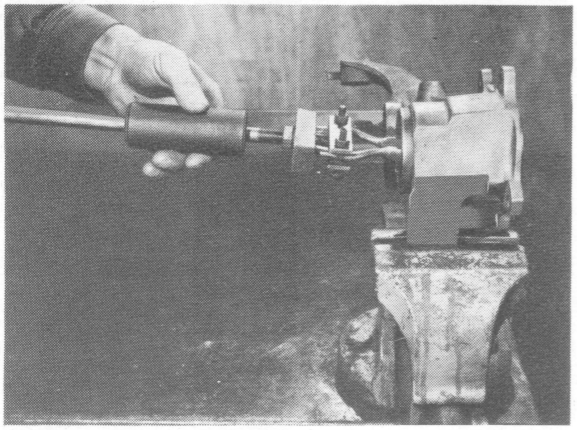

Fig. K-18 — Extracção do retentor de óleo do veio de saída.
b) Saque o retentor de óleo do acoplamento do cardan com a ferramenta indicada como ilustra a fig. K-18.
b) Retire o retentor de óleo utilizando a ferramenta necessária, como indica a fig. K-18.